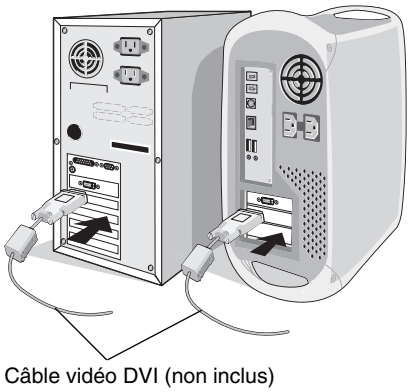

Figure A.1
2. **Pour un PC ou un Mac équipé d'une sortie numérique DVI :** Branchez le câble vidéo DVI (non inclus) au connecteur de la carte graphique de votre système (**Figure A.1**). Serrez toutes les vis.